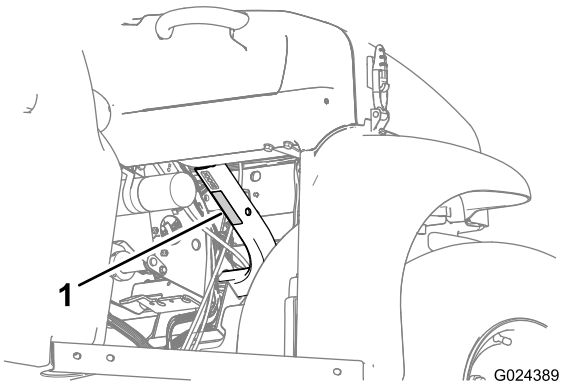

Figur 22
- Overhold maskinens vektkapasitet og begrens vekten på lasten i lastekassen som beskrevet i Spesifikasjoner (side 16) og på merket for maskinens bruttovekt (Figur 22).